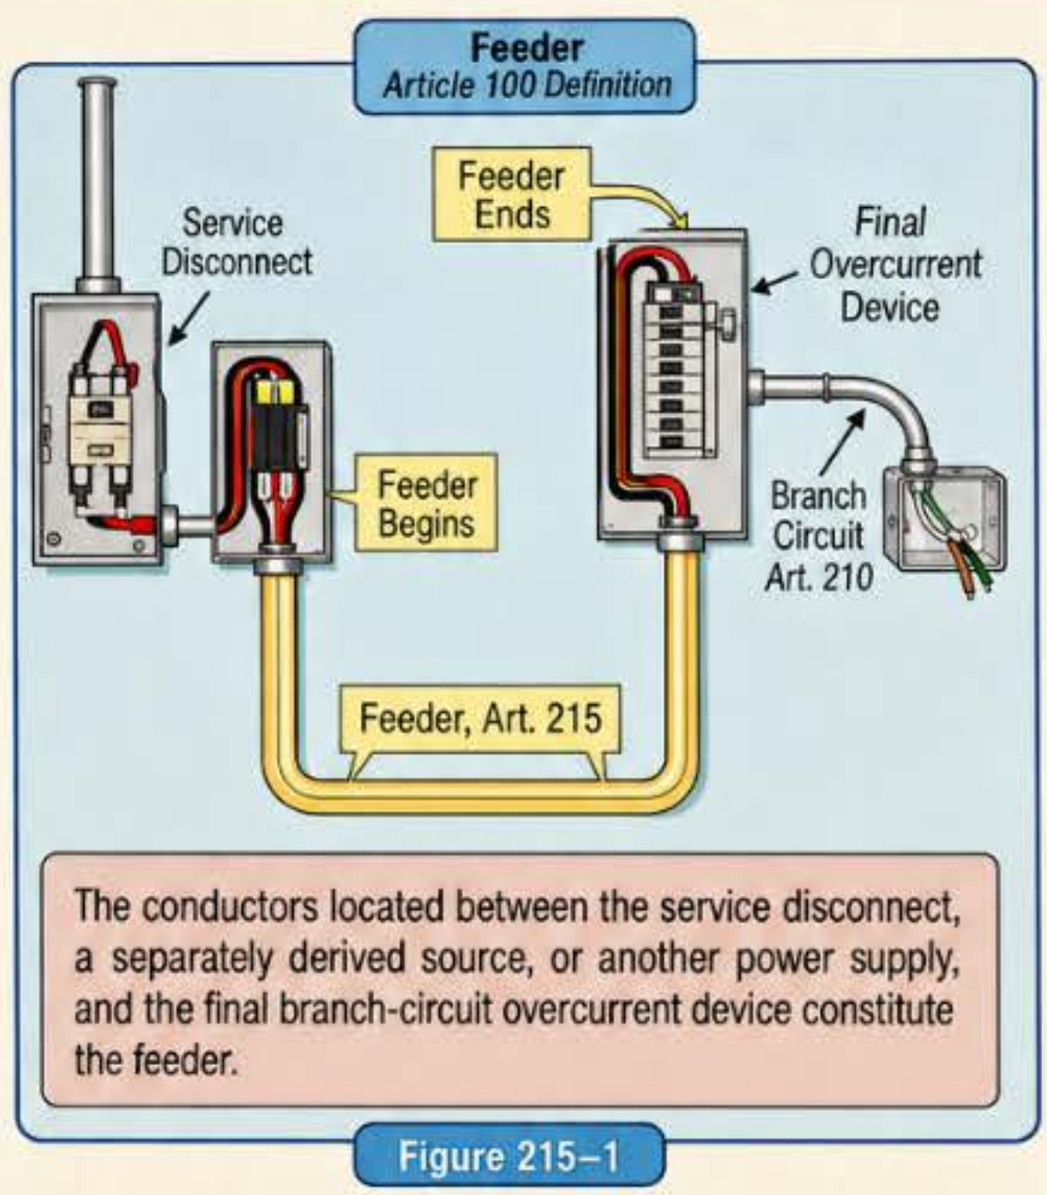

Figure 215–1
Article 215 covers the installation, sizing of conductors, and protection against overcurrent for feeder conductors. ▶ Figure 215–2
▶ *Article 100 defines "feeders" as the conductors that run between the service disconnect, a separately derived system, or another source of electrical power and the final branch-circuit overcurrent device.* ▶ *Figure 215–3*
(1) General. Feeder conductors must be sized to handle at least the largest of the calculated loads in (a) or (b) and must satisfy the equipment termination requirements of *110.14(C)*. ▶ *Figure 215–4*